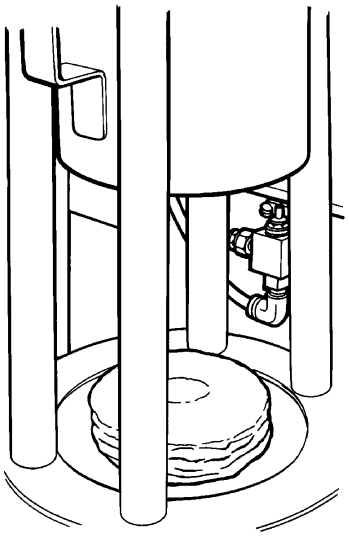

Figure 5
5. Open the ram shield and remove the crushed filter, being careful not to scratch, cut, or puncture your skin on the filter's sharp edges. See Figure 5.